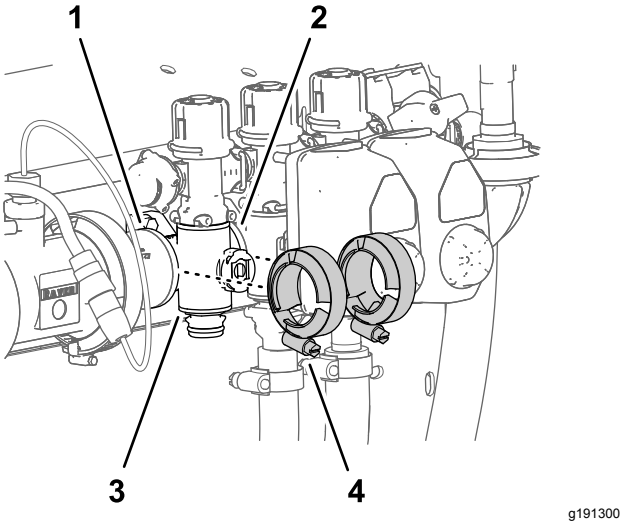

Figur 111
3. Ta bort de två flänsklämmor som fäster sektionsventilens grenrör på de intilliggande komponenternas flänsar (Figur 111).